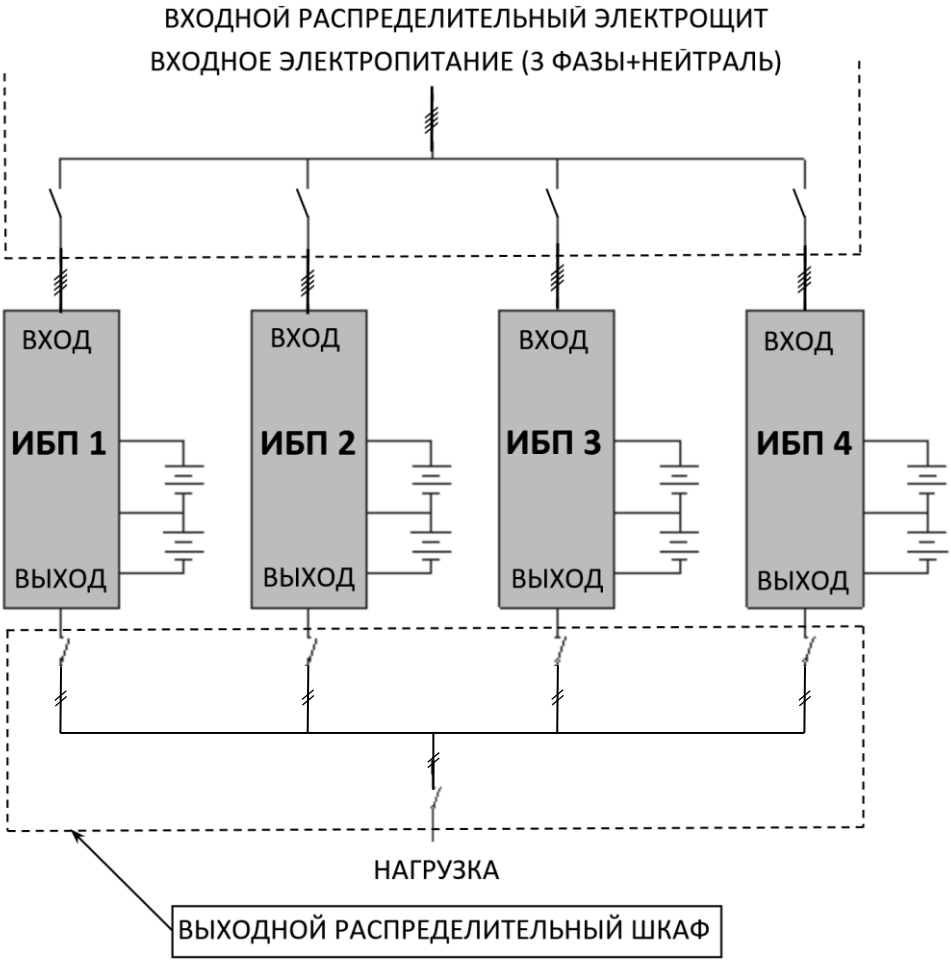
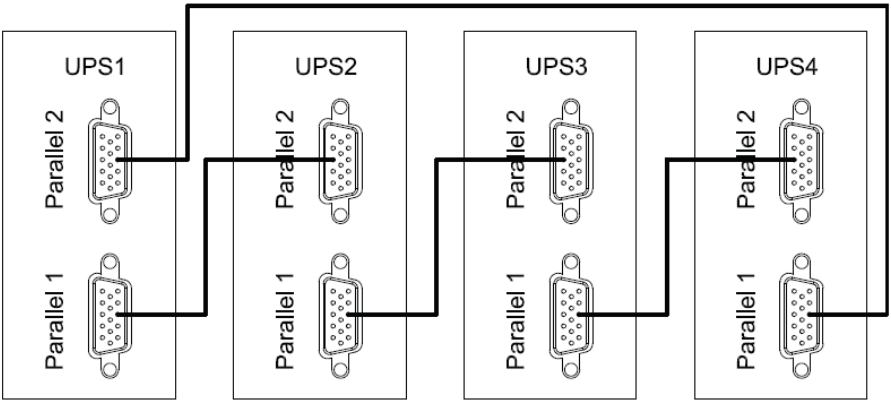

Рисунок 22 — Пример схемы подключения четырех изделий в систему параллельного резервирования с выходным распределительным шкафом.
Рисунок 23 — Схема соединения изделий в «кольцо» через параллельные порты.
Изделие имеет встроенный параллельный контроллер и может работать в системе бесперебойного питания с параллельным резервированием (см. рисунок 22 и рисунок 23). Целью такой системы является либо повышение надежности (резервирование), либо увеличение общей выходной мощности (масштабирование).
⚠	**ВНИМАНИЕ!** **Установите дополнительные внешние выходные выключатели (см. рисунок 22) между выходными клеммами каждого изделия и общими шинами, тщательно соблюдая фазировку.**
- отключите входное сетевое питания каждого изделия, убедитесь в том, что все внешние выключатели разомкнуты (см. рисунок 22);
- Включите внешний защитный автоматический выключатель АКБ (SF) (см. рисунок 23), **подождите около 30 секунд**;
- Выключите внешний защитный автоматический выключатель АКБ (SF) (см. рисунок 23);